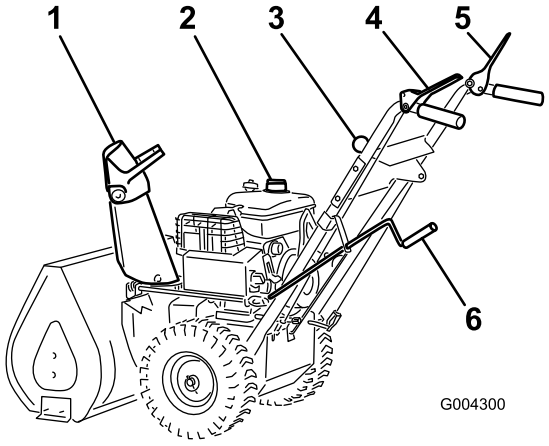

Bild 13
3. Lösen Sie den Fahrantriebshebel und den Betätigungshebel für Räumwerk/Gebläserad (Bild 13).
11. Legen Sie den 1. Gang ein (Bild 13), drücken Sie den Fahrantriebshebel bis zum Handgriff und lassen ihn dann los. Wenn sich die Schneefräse vor dem Einschalten des Fahrantriebshebels oder nach dem Loslassen bewegt, siehe „Einstellen des Fahrantriebs“.